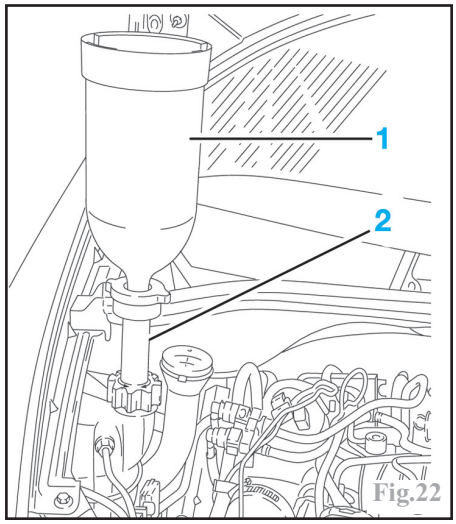

Fig.22
Placer un appareil de remplissage par gravité (1) **(réf. 4520–T)** avec son adaptateur (2) **(réf. 4222–T)** à la place du bouchon du vase d'expansion (Fig.22).